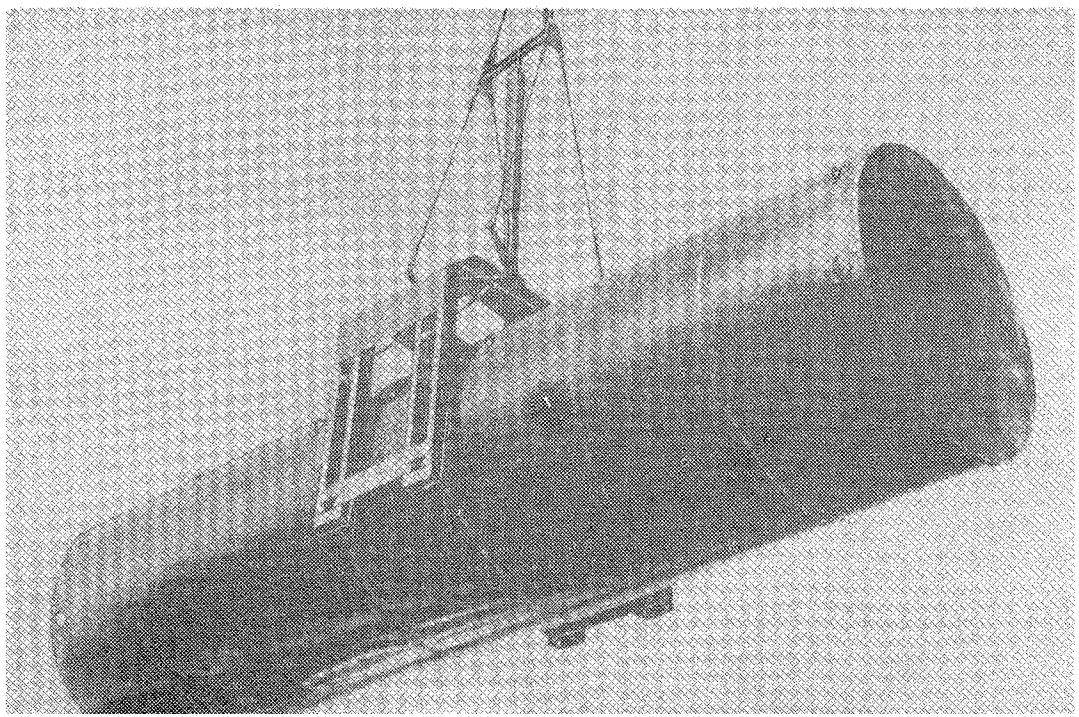

Рис.507.2. Перегрузка емкостей краном, оборудованным спец.захватом. Порт Калининград
4. При наличии в портах соответствующих специальных грузозахватов перегрузка груза по всем технологическим схемам осуществляется с применением этих захватов (рис. 507.2).